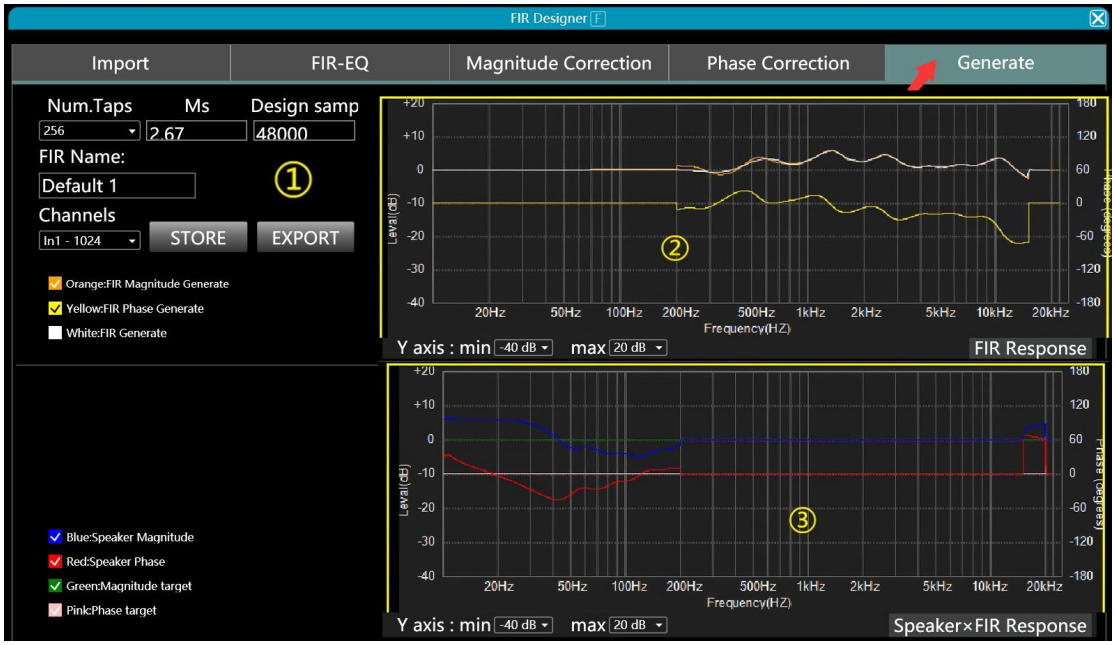

Figure 4.3
③: Speaker phase display area
5. Generate Interface : click on Generate bar to pop up it as figure 4.3 shown below